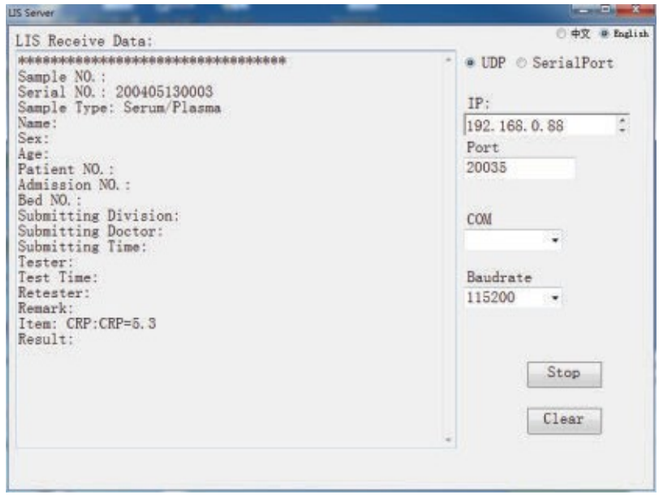

Fig. 6.13
(7) Return to IP address setting menu, click “OK” to confirm IP setting.
(8) Run ReceiveFromCRPTemp.exe. The meter will automatically send test results to the connected PC every time after a test finishes. Fig. 6.13 shows an example that the PC receives CRP test result from Finecare™ FIA Meter Plus.